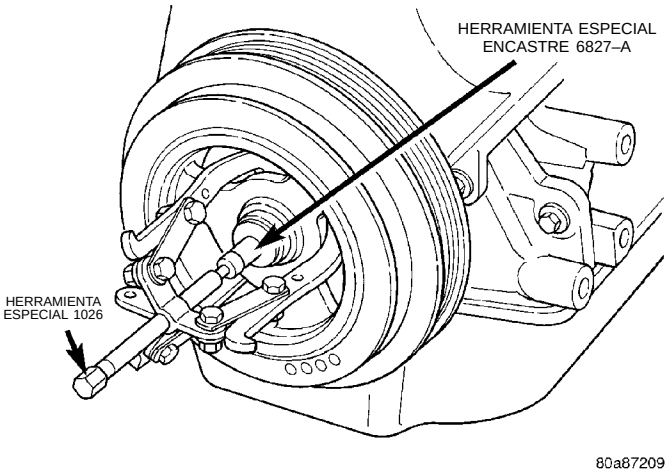

Fig. 36 Amortiguador de cigüeñal—Desmontaje
(3) Retire el perno del amortiguador del cigüeñal. Retire el amortiguador utilizando la porción más larga de la Herramienta especial 1026 y el encastre 6827–A (Fig. 36).